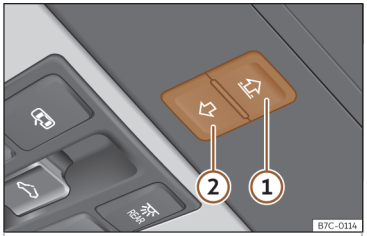

Fig. 85 En el revestimiento interior del techo: teclas de la cortinilla parasol.
Las teclas››› **fig. 85** ① y ② tienen dos niveles. En el primer nivel se puede abrir o cerrar la cortinilla parasol total o parcialmente.
- *Cortinilla parasol:* antes de que transcurran aprox. 5 segundos desde la activación de la función antiaprisionamiento, pulse la tecla››› **fig. 85** ② hasta que la cortinilla se cierre completamente.